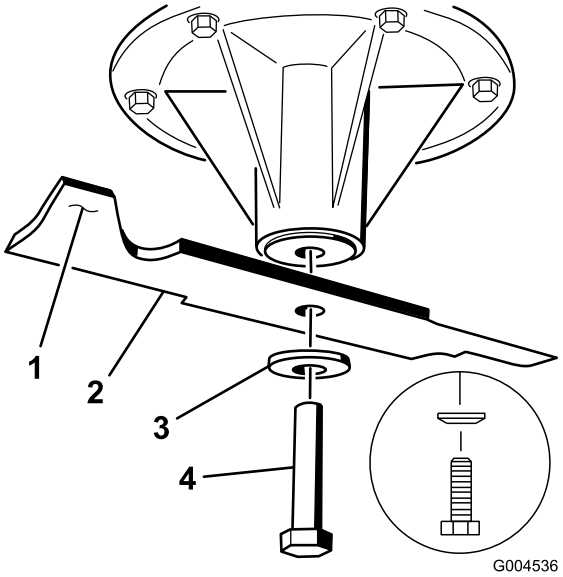
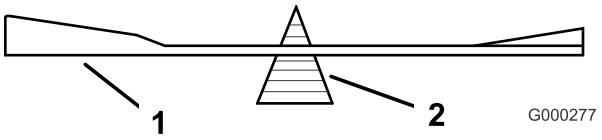

Figur 78
Figur 80
2. Avlägsna knivbulten, den böjda brickan och kniven från spindelaxeln (Figur 78).
2. Kontrollera knivens balans med en knivbalanserare (Figur 80). Om kniven stannar kvar i ett horisontellt läge är den i balans och kan användas. Om kniven inte är balanserad kan du fila bort lite metall från knivens segeldel (Figur 78). Upprepa proceduren tills kniven är balanserad.